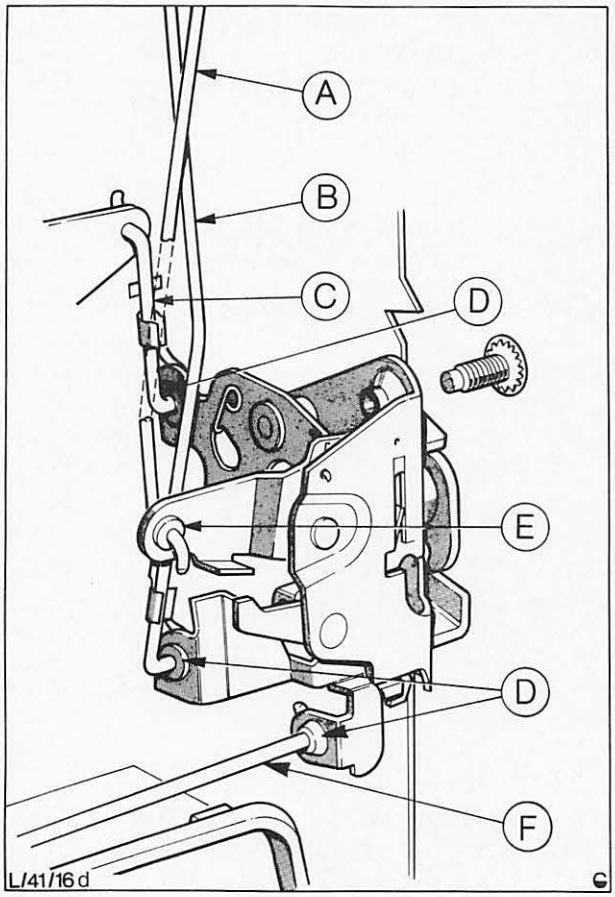

Abb. 45 Türschloß (vordere Tür)
4. Türschloß in den Türschacht einsetzen und Fernbetätigungsstange einhängen. Verbindungsstange – Türsicherungsknopf durch die entsprechende Öffnung einsetzen und gleichzeitig Schloß ansetzen und mit drei Schrauben befestigen, Abb. 45.